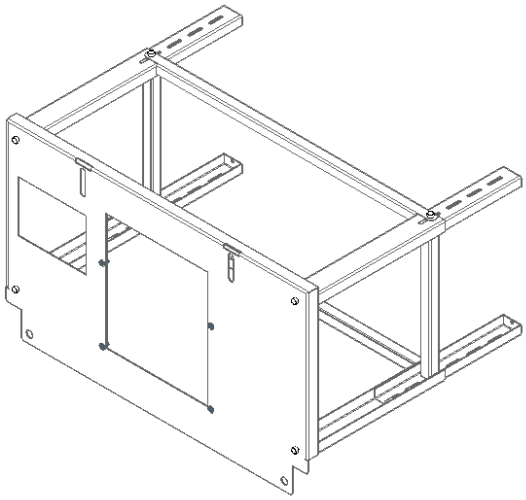

Figura 5 – Montagem mesa auxiliar
3. Deve-se repetir o processo para as outras três pernas, Figura 5.